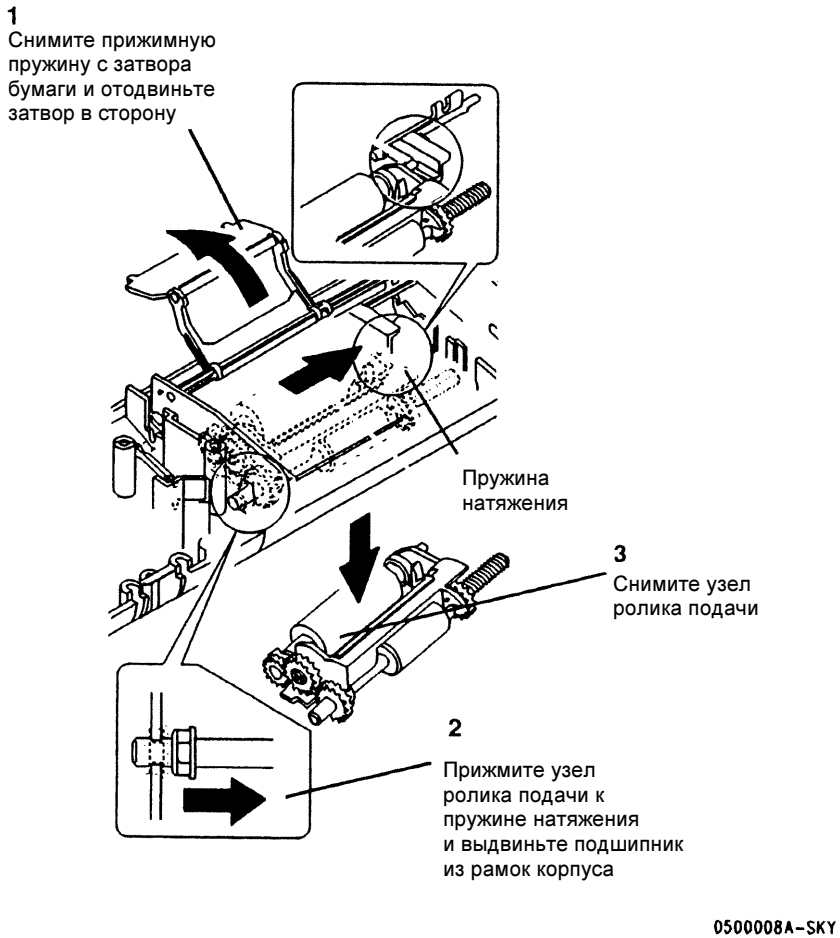

Рисунок 4 Снятие узла ролика подачи
4. (Рисунок 4): Снимите узел ролика подачи.